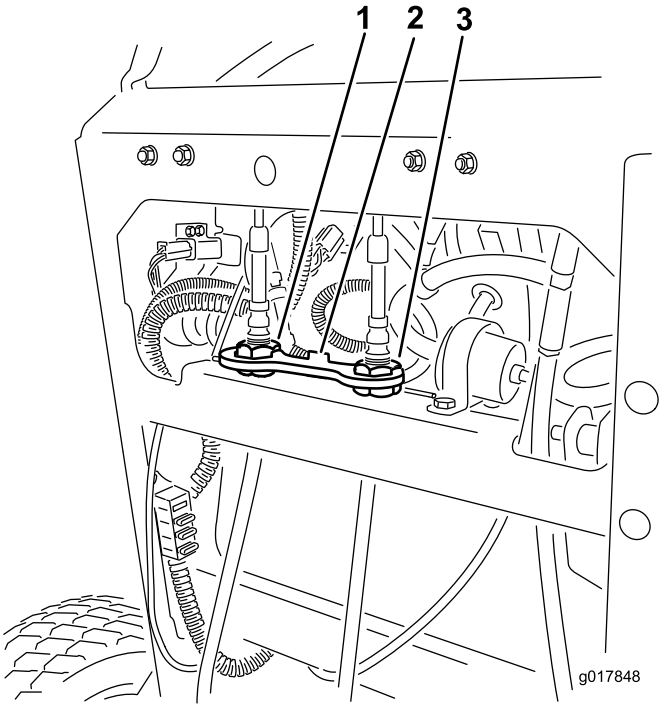

Figuur 56
4. Draai de rechterkabelafstelling zo, dat de rechterrijhendel in het midden van de sleuf voor de neutraalstand in het bedieningspaneel staat (Figuur 56).